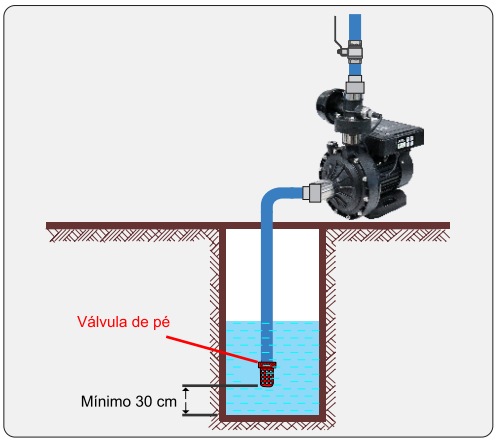

Figura 4
(ver figura 4).
8.16 A válvula de pé deve ficar, pelo menos, 30 cm acima do fundo, no centro do poço ou cisterna e deve-se garantir uma coluna de água suficiente para que não entre ar pela mesma. (ver figura 4).